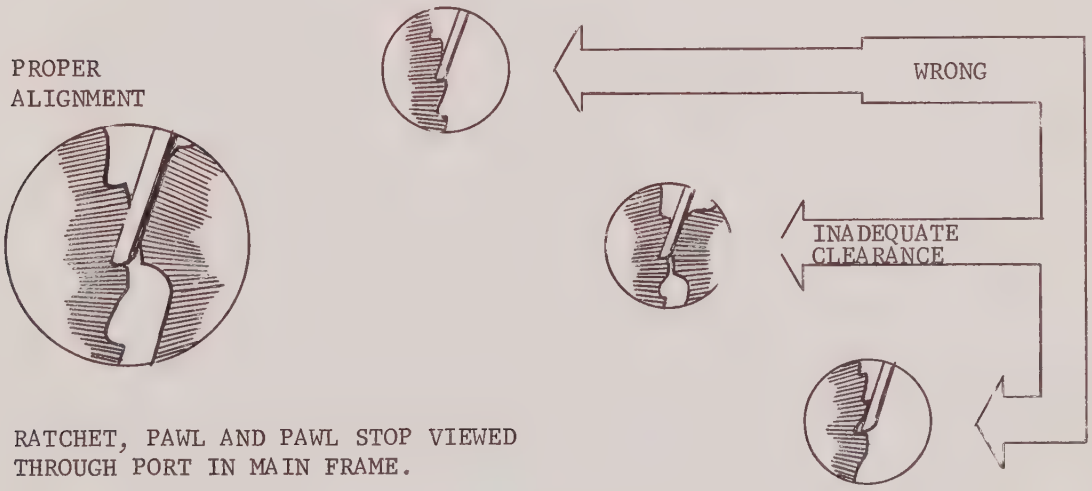

Figure 2
The pawl, ratchet, and pawl stop should mate as shown in Figure 2. The pawl stop should hold the pawl close enough to the ratchet to limit wiper play to that shown in Figure 1, but should not cause noticeable drag when the armature is manually actuated. Perceptible clearance should exist between the pawl stop and the adjacent ratchet tooth.
e. Check the manner in which the pawl and ratchet mate - Figure 2. If improper, repeat step a, loosen the pawl bracket screw, and move the pawl bracket in the required direction. Retighten the pawl bracket screw, making sure the serrations in the pawl bracket and the armature arm are properly aligned. Repeat steps a-e.
f. Move the pawl stop to the position shown in Figure 2, holding it against the pawl while tightening the pawl stop screw. If